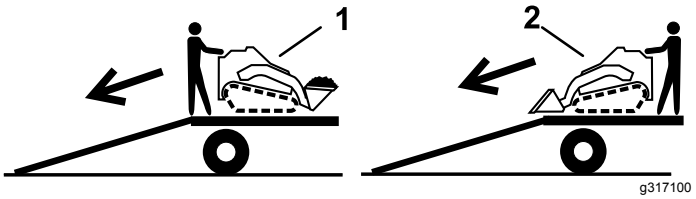

Figur 21
2. Lasta av maskinen från släpet med den tunga änden riktad uppför rampen och håll lasten nära marken (Figur 21).